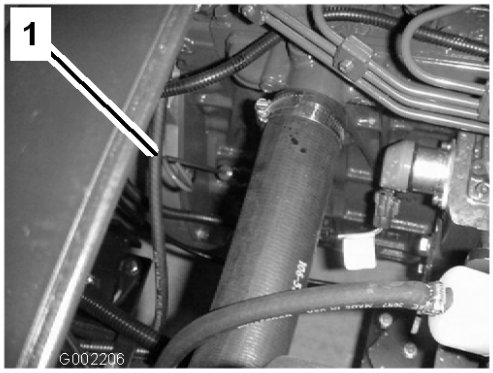

Figur 38
2. Ta ut oljestickan, som sitter under passagerarsätet, och torka av den med en ren trasa (Figur 38). Sätt ner oljestickan i röret och se till att den sitter fast ordentligt. Ta ur oljestickan och kontrollera oljenivån.
13. Ta bort oljepåfyllningslocket och häll sakta i cirka 80 % av angiven mängd olja i motorn vid oljepåfyllningsröret (Figur 38).